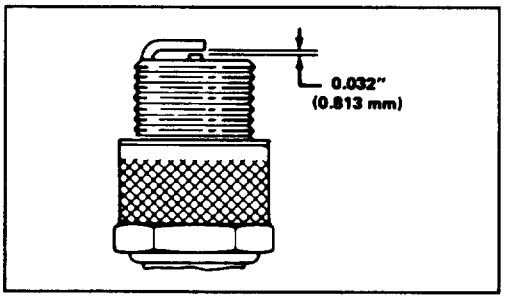

Figure 16
3. Set air gap at 0.032" (0.8 mm) (Fig. 16). Install correctly gapped spark plug and gasket seal. Tighten plug firmly to 15 ft-lb (20 N·m).